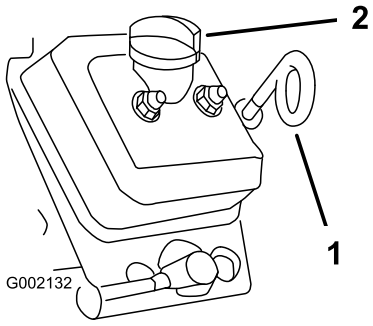

Figur 20
3. Rengør området omkring målepinden og påfyldningsdækslet (Figur 20) med en klud, så der ikke trænger snavs ned i målepindsrøret eller oliepåfyldningsstudsen og beskadiger motoren.
4. Fjern målepinden, og tør pindens ende ren (Figur 20).
5. Før målepinden helt ind i målepindsrøret (Figur 20).
8. Sæt påfyldningsdækslet på. Se Figur 20.
9. Sæt målepinden ordentlig i (Figur 20).